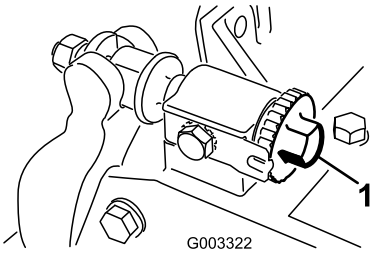

Figuur 23
1. Draai de messenkooi en de snijplaat van elkaar af door de stelknoppen van de snijplaat (Figuur 23) naar links te draaien totdat er geen contact meer is.